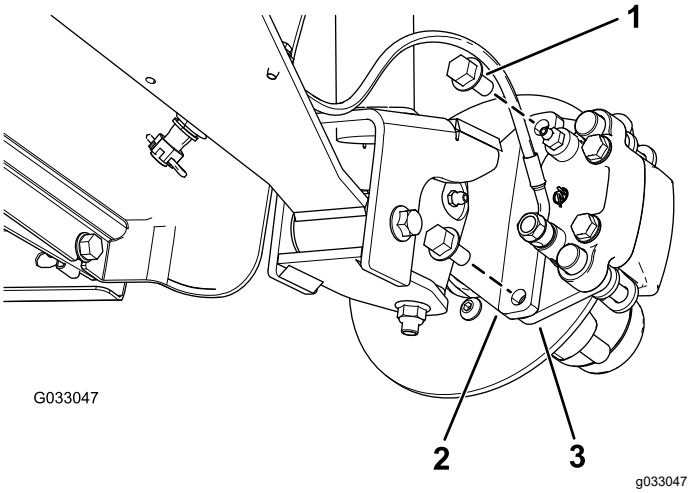
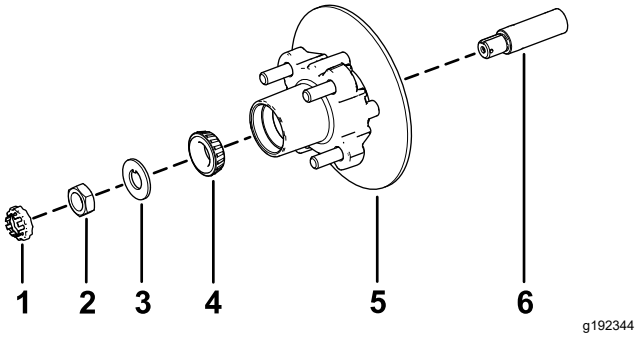

Figur 33
Figur 37
3. Ta bort de flänsskruvar (⅜ x ¾ tum) som håller fast fästet för bromsenheten vid spindeln, och separera bromsen från spindeln (Figur 33).
1. Stryk på ett tunt lager av det angivna fettet på spindeln (Figur 37).
2. Montera navet och rotorn på spindeln med rotorn inåt (Figur 37).
3. Montera det yttre lagret på spindeln och placera lagret på den yttre banan (Figur 37).
4. Montera säkringsbrickan på spindeln (Figur 37).
5. Gänga på spindelmuttern på spindeln och dra åt muttern till 15 Nm samtidigt som du roterar navet för att ställa in lagren (Figur 37).
2. Rikta in bromsklossarna på vardera sidan om rotorn (Figur 33) och hålen i bromsokets fäste med hålen i bromsfästet på spindelramen (Figur 37).
3. Fäst bromsokets fäste på spindelramen (Figur 33) med de två flänsskruvarna (⅜ x ¾ tum).